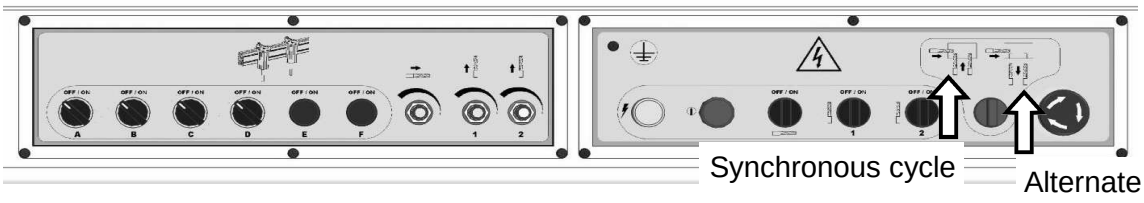

Fig. 13
- 13) Synchronous alternate selector (see fig. 13)
- Turn the selector in synchronous position (see fig. 13).